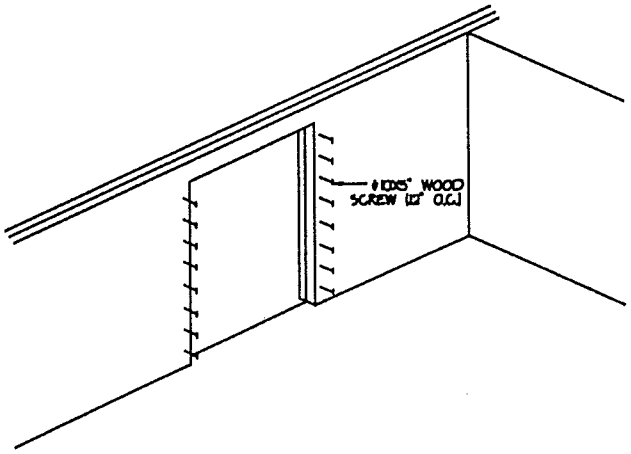

FIGURE 21
29. Openings that have a door already installed should be secured with #10x5" wood screws, 12" on center. Care should be taken to pre-drill all holes as close as possible to edge so trim moulding will cover screws. (See Figure 21)